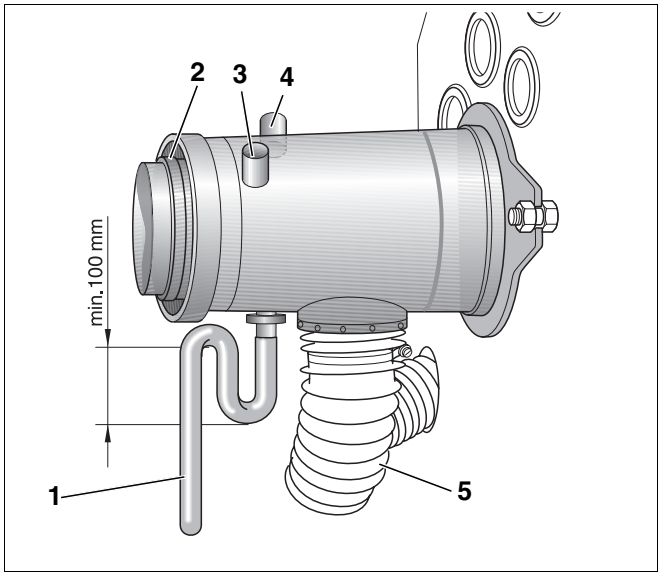
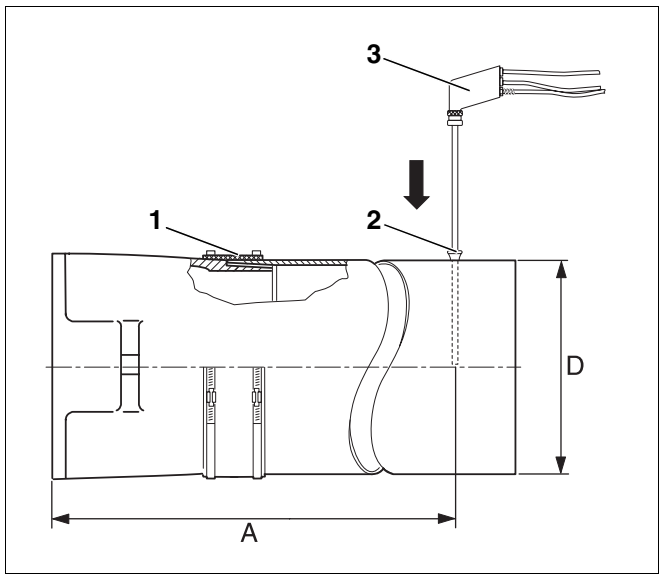

Fig. 14 Tronchetto di collegamento dei gas combusti e dell'aria
Fig. 15 Rilevamento dei valori di misurazione
Le misurazioni si effettuano di norma in corrispondenza del tubo di scarico fumi (fig. 15, pagina 21) oppure del tronchetto di collegamento aria e gas combusti (fig. 14).
L'apertura per la misurazione (manicotto; fig. 15, **pos. 2**) dovrebbe essere posizionata ad una distanza "A" (circa 2 × diametro del tubo per i gas combusti "D") dal manicotto di tenuta del tubo fumi (fig. 15). Se l'impianto dei gas combusti è collegato immediatamente dopo la caldaia con una curva, si devono effettuare le misurazioni prima della curva.
Vi consigliamo di utilizzare un manicotto di tenuta tubo fumi (fig. 15, **pos. 1**).
- Immergere la sonda di misurazione (fig. 15, **pos. 3**, pagina 20) nel flusso centrale (centro tubo fumi) dei gas combusti (temperatura massima dei fumi).